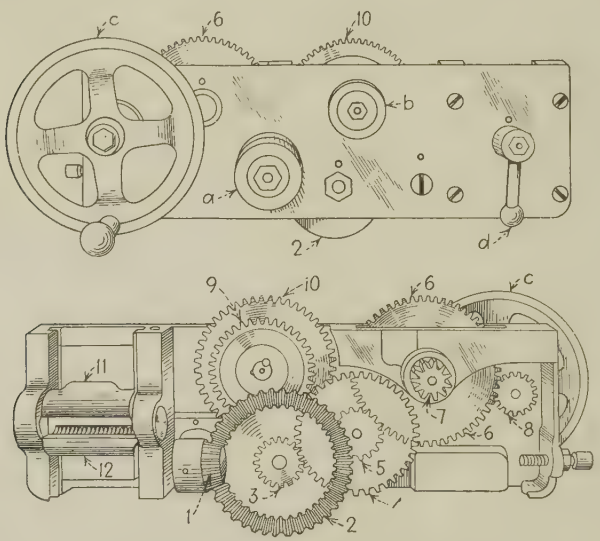
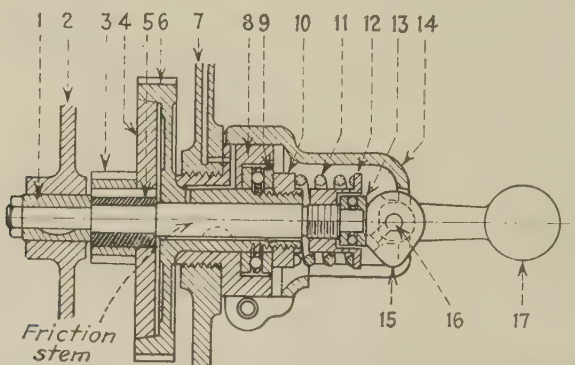

Fig. 31.—Older type of lathe apron.
FIG. 36.—Drop lever long feed control. (*The American Tool Works Company.*)
43. The Apron.—The action of the gears in the apron is shown in Fig. 31, and Figs. 33 and 34 show front and back views of the more rigidly constructed apron. Figure 36 shows the quick acting, lever-operated friction clutch which is replacing the older knob-turning type.
There are many designs of aprons, some with single-bevel-pinion drive (Fig. 31), some with two bevel pinions, one for reversing the direction of the feeds (Fig. 33). Other designs have a worm-and-worm-wheel drive. The point is, that while they differ in design, all serve the same three purposes—to transmit, by means of gears, the motion from a splined feed rod to either the *feed-rack pinion* which meshes with the feed rack to feed the whole carriage (long feed), or to the *cross-feed pinion* which is keyed to the *cross-feed* screw; and also, by closing the split nut on the lead screw, to transmit positive motion to the apron for the purpose of cutting threads.
44. The Apron Mechanism.—The way in which motion is transmitted from the revolving feed rod through the apron gears, to cause either the longitudinal (long) feed or the cross feed to operate, is shown in Fig. 31. This cut shows an older type of apron; the later stronger designs (see Fig. 33) have "double-wall construction" or "box section" to provide outer bearing supports for all studs (a gear with a bearing on each side is more rigid and has smoother action than if it is supported by only one bearing). However, the principle of the mechanism is the same for both, and Fig. 31 being open is easier to see and understand.
[1] *Friction Clutch.*—The cone friction is used. The tapered cone of one member fits the corresponding taper cup in the other member and drives by friction. See parts 4 and 5, Fig. 36, page 60.
The two halves of the split nut (11) and (12), Fig. 32 and also Fig. 31, are operated by the handle *d* through the cam slots (13) and (14) in the disk. The pins (15) and (16) which lie in the slots are caused to move toward each other when the handle is moved in the direction of the arrow and away from each other as the handle is moved back.
The clutch control for the longitudinal feed shown in Fig. 36 is used in the lathe illustrated in Fig. 13. The clutch members are held in engagement by a heavy coil spring and disengaged positively and instantly by means of a cam